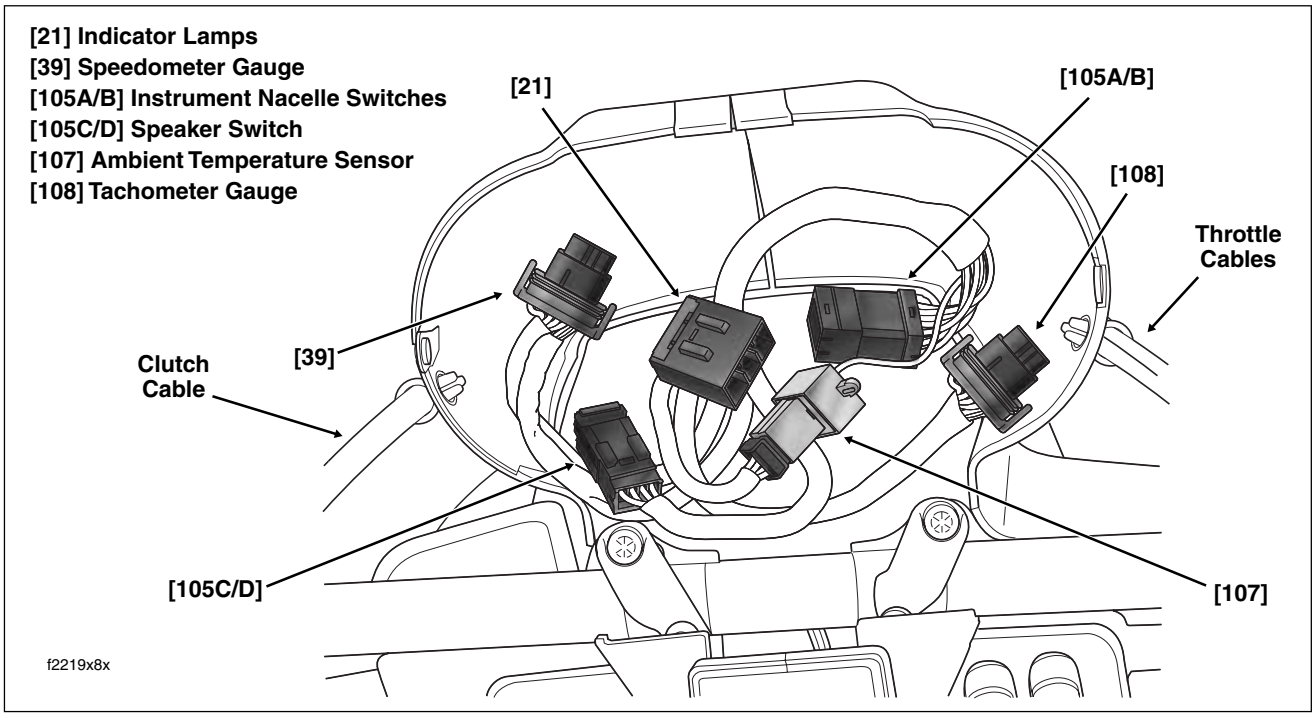

Figure 8-83. Instrument Nacelle (Bezel Removed)
5. See Figure 8-83. Disconnect instruments and indicator lamps from interconnect harness as follows:
a. See Figure 8-83. Disconnect left side switch from instrument nacelle switch harness as follows:
b. See Figure 8-83. Disconnect instrument nacelle switches from interconnect harness as follows:
d. See Figure 8-83. Connect left side switch to instrument nacelle switch harness as follows:
f. See Figure 8-83. Connect left side switch to instrument nacelle switch harness as follows:
g. See Figure 8-83. Connect instrument nacelle switches to interconnect harness as follows:
2. See Figure 8-83. Looking into the instrument nacelle, connect instruments and indicator lamps to interconnect harness as follows: